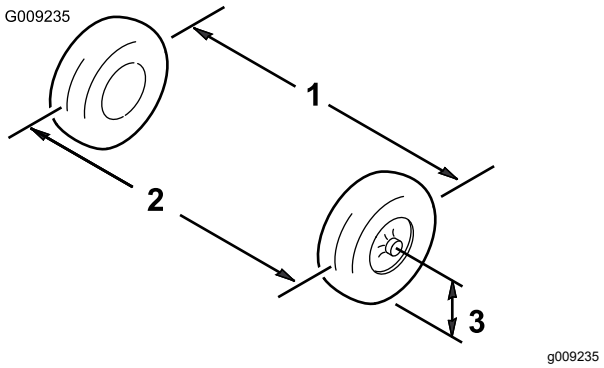

Figur 49
1. Mål avstanden mellom begge forhjulene ved akselhøyde, både foran og bak på forhjulene (Figur 49).